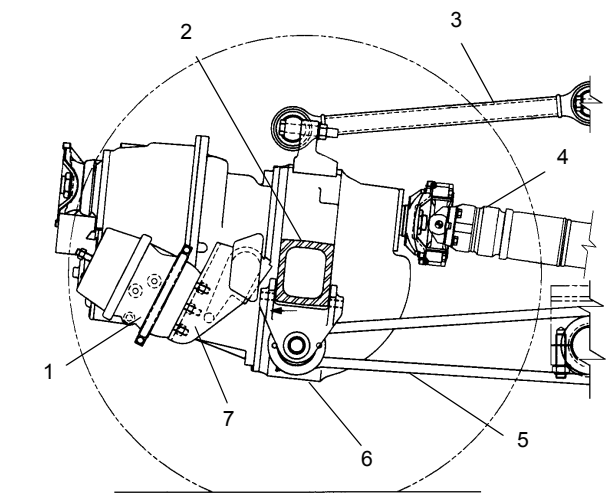

FIGURA 8-40
5. Quite los pernos que sujetan la cámara de frenos de aire a la escuadra de montaje y retire la cámara (vea la Figura 8-40).